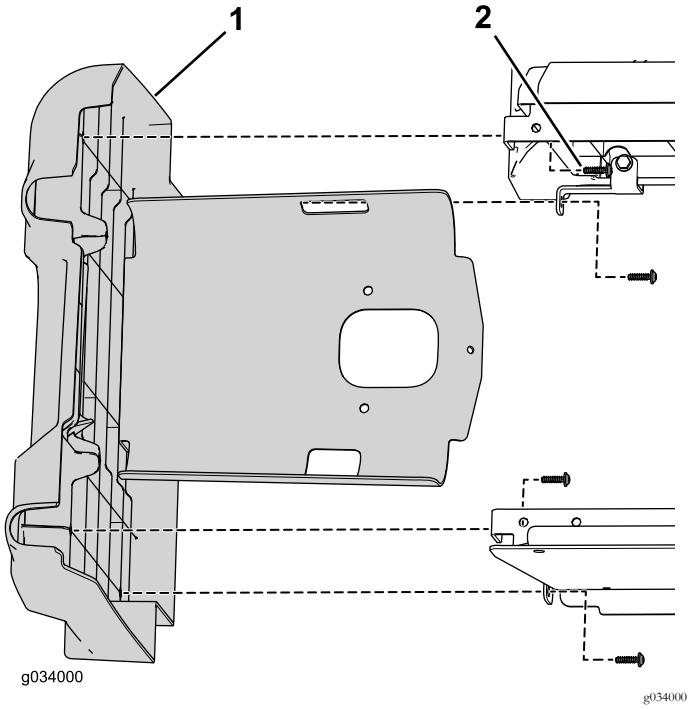
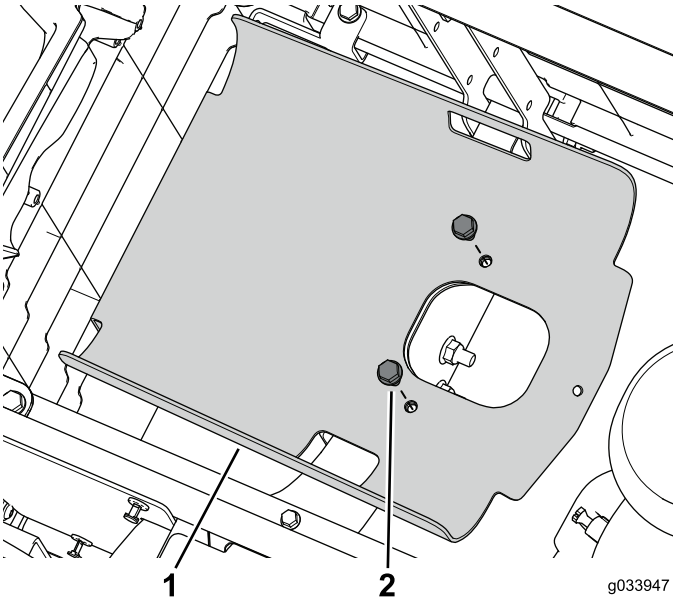

Figura 46
Figura 47
4. Utilize as ferragens que retirou anteriormente para instalar o conjunto do painel esquerdo original nos painéis da base do banco traseiro (Figura 46 e Figura 47).